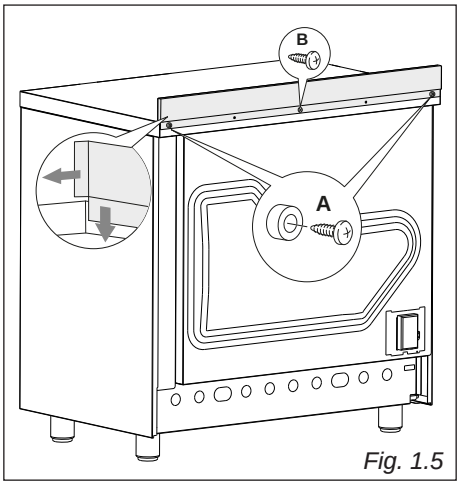

*Fig. 1.5*
Before installing the cooker, assemble the backguard "**C**" (fig. 1.5).
- Assemble the backguard as shown in figure 1.5 and fix it by screwing the central screw "**B**" and the spacers "**A**".